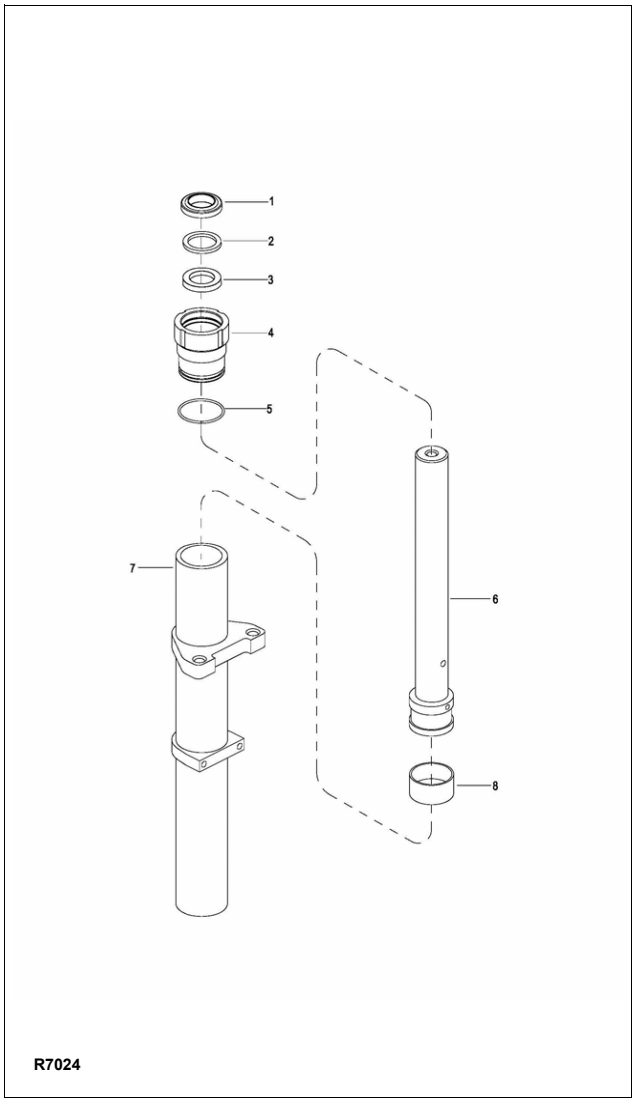

Figure 8-5 Lift Cylinder (Three Stage Mast Full Free Lift)
2. Remove gland nut (4, Figure 8-5).
3. Remove wiper ring (1), backup ring (2), packing (3) and O-ring (5) from gland nut (4).
4. Pull out piston rod (6).
5. Remove screw (9) and piston (7) from rod (6).
6. Remove ring (8) from piston (7).
8. Install ring (8) on piston (7).
9. Install piston (7) on rod (6) and secure with screw (9).
10. Insert rod (7) in cylinder tube (10).
11. Install wiper ring (1), backup ring (2), packing (3) and O-ring (5) on gland nut (4).
12. Install gland nut (4) in cylinder tube (10).